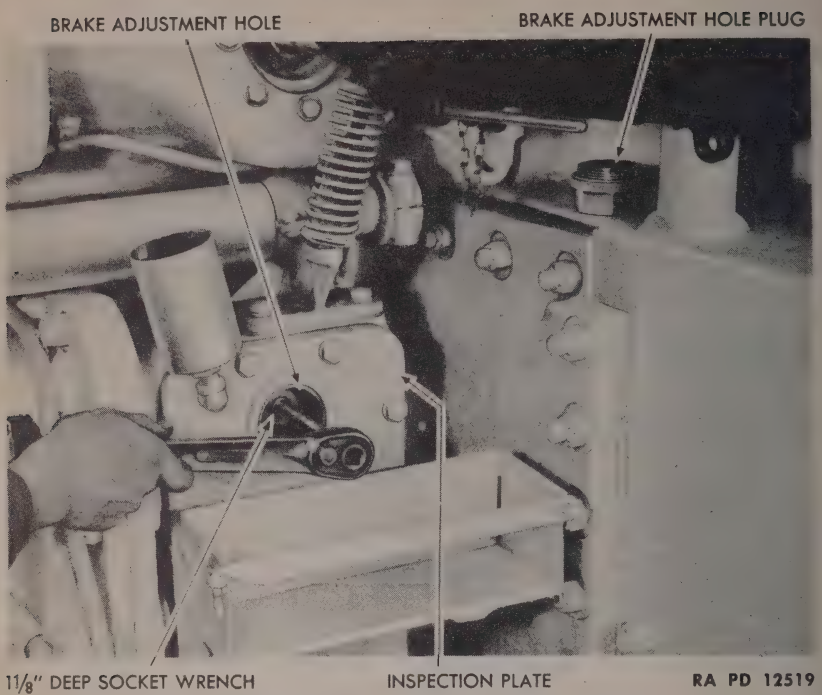

Figure 89—Adjusting Steering Brake
b. Adjusting Steering Brakes (fig. 89).